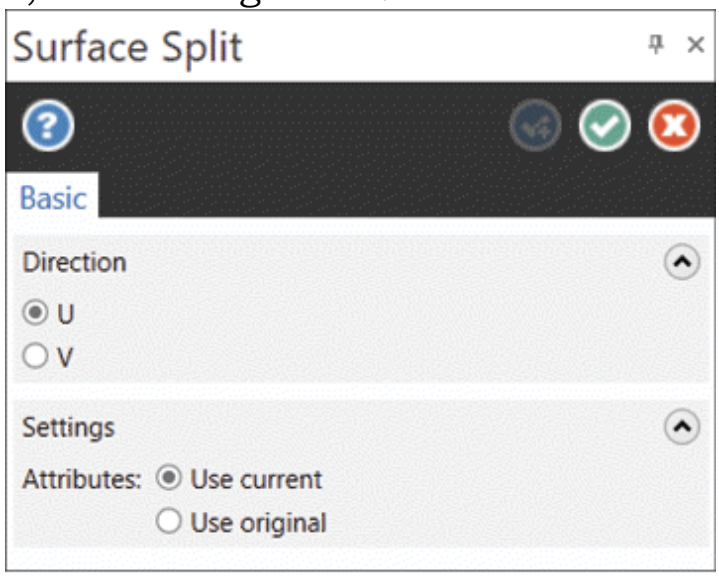

Figure-72. Surface Split Manager
- Click on the **Split** tool from the **Modify** group in the **Surfaces** tab of the **Ribbon**. The **Surface Split Manager** will be displayed; refer to Figure-72.